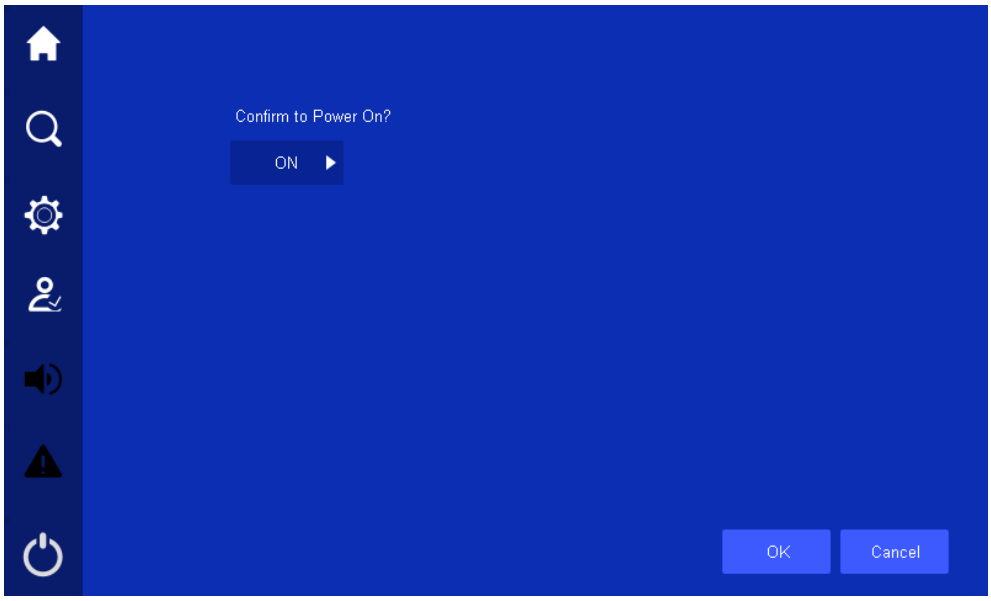

Рис. 5.3 Подтверждение включения
- На панели инструментов сенсорного дисплея нажмите на иконку , произойдет переход на страницу включения/выключения ИБП, нажмите кнопку OK чтобы подтвердить выключение инвертора, см. Рис. 5.3.